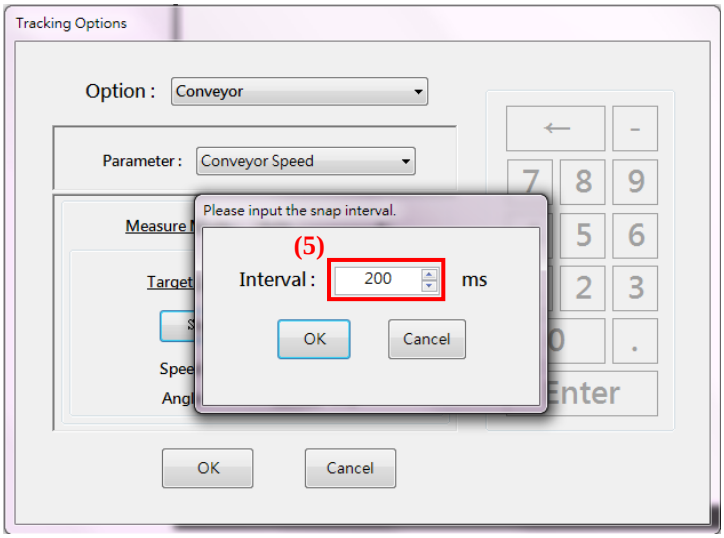

Figure 8-17 Input image capture interval
(5). As shown in Figure 8-17, enter the image capture interval in the "Interval" text box and press the "OK" button to start the measurement.